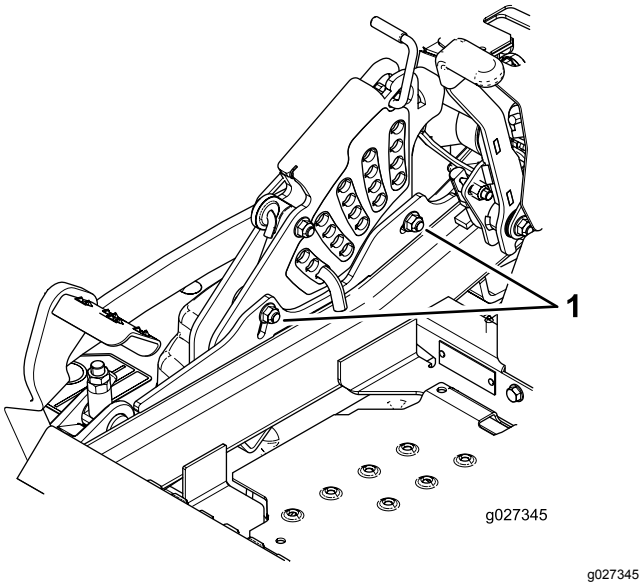

Figure 109
11. Pour régler le système monopoint, desserrez les 2 boulons au bas de la plaque de hauteur de coupe (Figure 109).
13. Serrez les 2 boulons au bas de la plaque de hauteur de coupe (Figure 109).